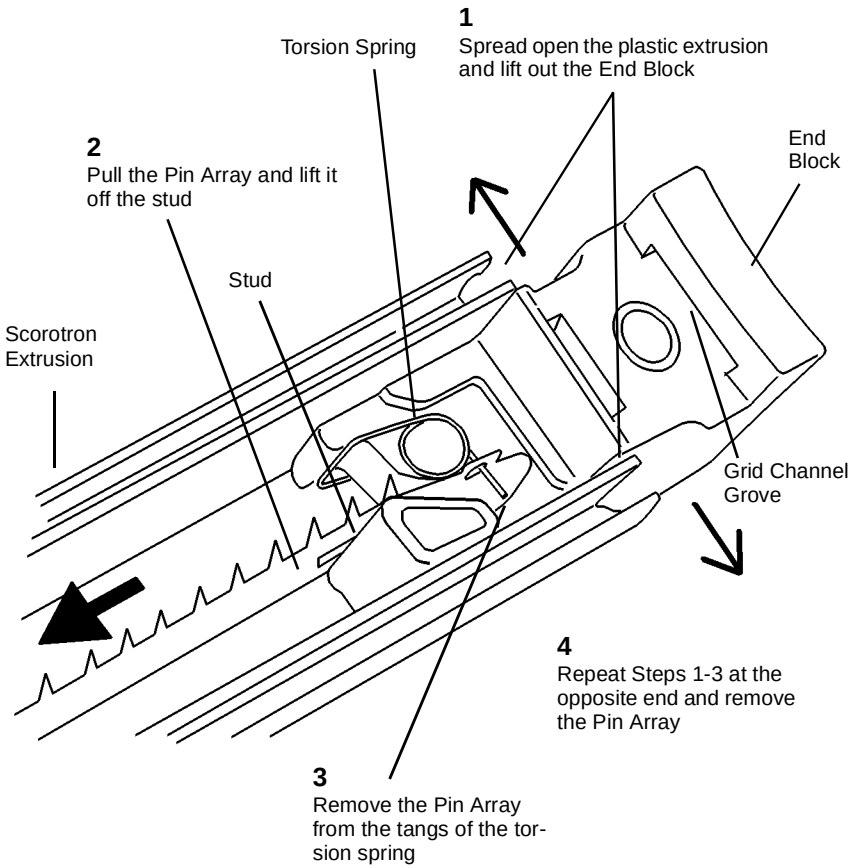

**Figure 3 Removing the Charge Scorotron Pin Array**
6. (Figure 3): Remove the Charge Scorotron Pin Array.